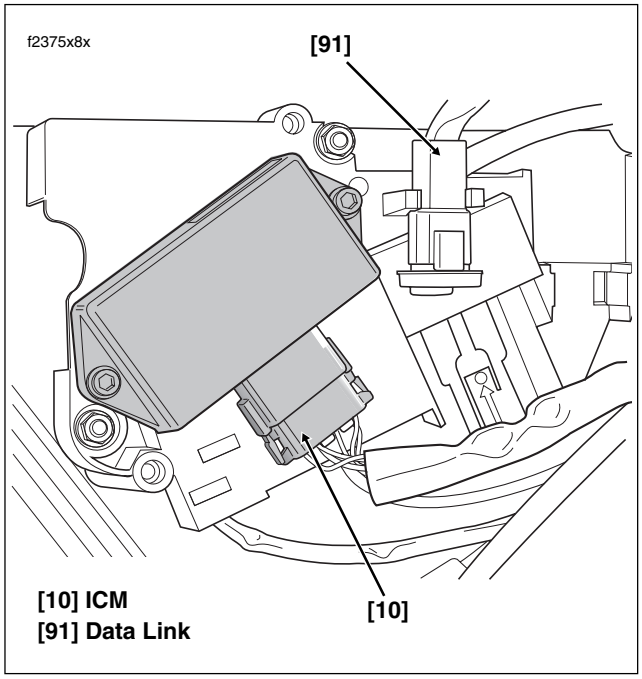

Figure 8-160. Electrical Bracket (Under Right Side Cover)
b. Remove ICM connector [10]. See Figure 8-160.